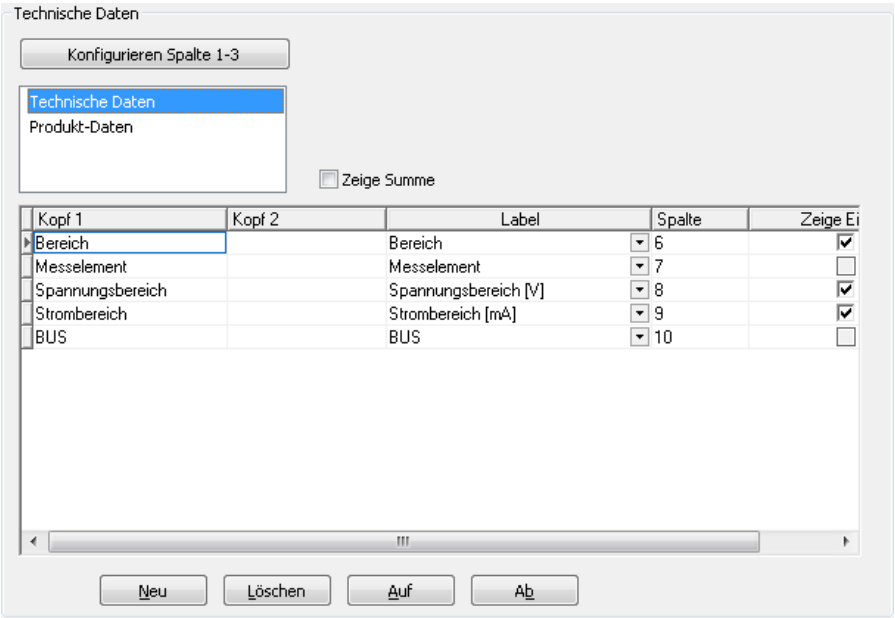

Bild 22.24 – Listen: Konfiguration der Technischen Daten
- Schalten Sie die Rubrikenliste dann auf *Technische Daten* um (Abb. 22.24).